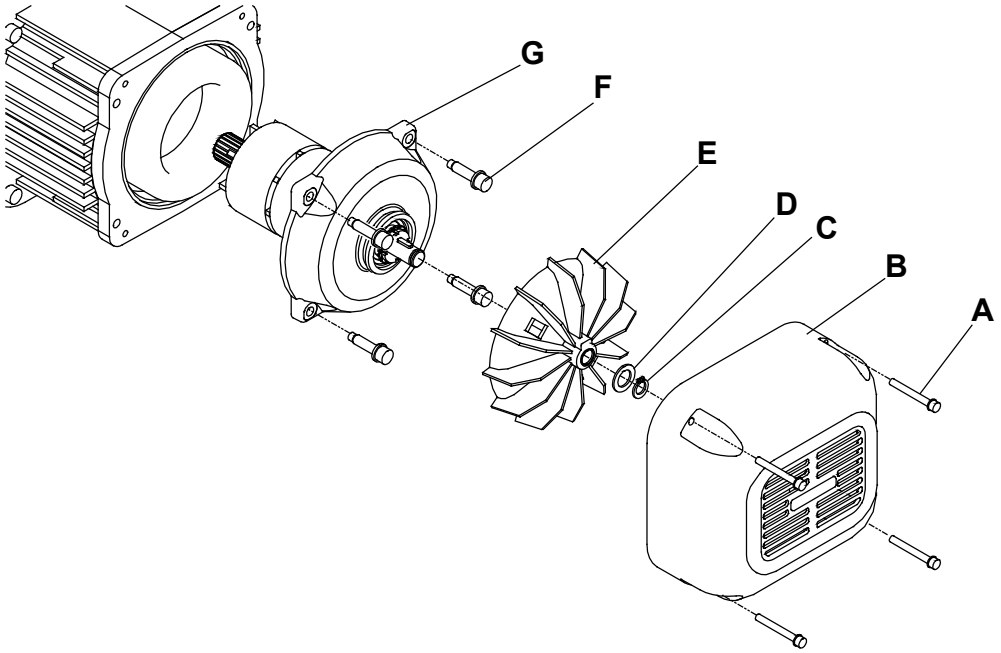

Figure 6-3 Motor Brake
6.4.3 Motor Brake Unit Removal - Adjustment and inspection of the motor brake requires removal of the motor brake unit from the hoist as an assembly. Refer to **Figure 6-3**.